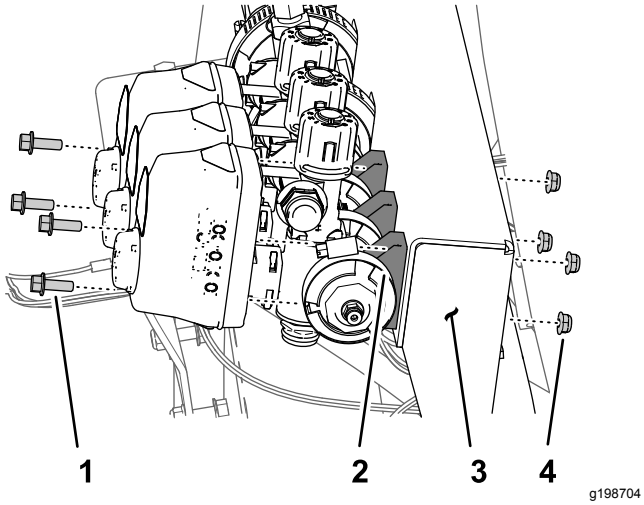

Figur 66
1. Fjern de to flenshodeboltene (1/4 x 3/4 tomme) og to låsemutterne (1/4 tomme) som fester venstre bomseksjonsventil til manifoldfestet (Figur 66).
2. Fjern de to flenshodeboltene (1/4 x 3/4 tomme) og to låsemutterne (1/4 tomme) som fester høyre bomseksjonsventil til manifoldfestet (Figur 66).
3. Fjern flensklemmen (40–64 mm) og pakningen (25 x 35 mm) som fester flensen på venstre seksjonsventil til adapteren (Figur 66).